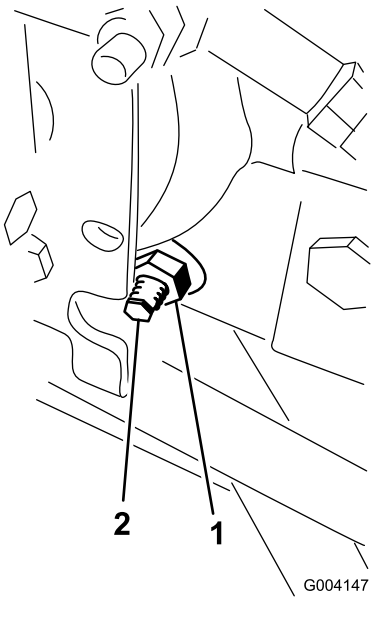

Figuur 60
3. Draai de borgmoer op de afstelnok van de tractie, rechts van de hydrostaat, los (Figuur 60).